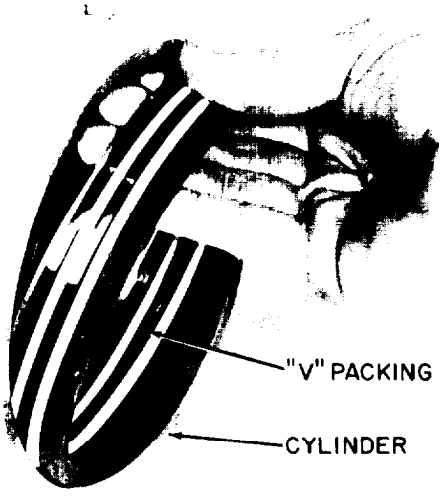

Figure 5-149. "V" Packing Removal
g. If packings do not come out with pistons, they may be removed by hand as shown in figure 5-149, after pistons are removed.